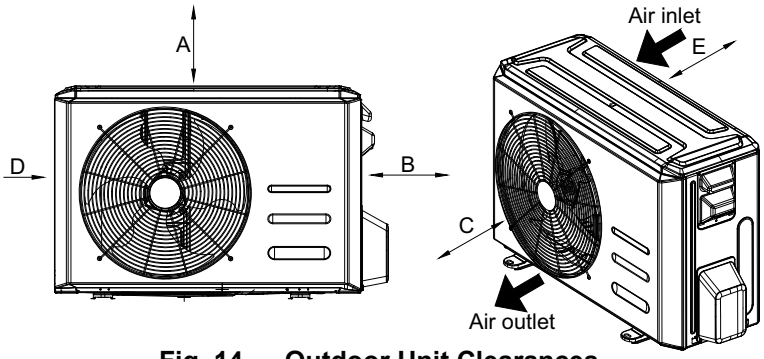

Fig. 14 — Outdoor Unit Clearances
- A location which provides appropriate clearances (see Fig. 14).
- Allow sufficient space for airflow and service of the unit. See Fig. 14 — on page 14 for the required minimum distances between the unit or walls.